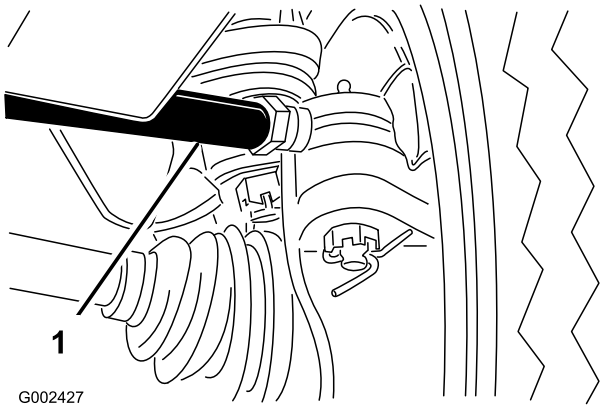

Figura 59
- En la rueda delantera izquierda, afloje las contratuercas en ambos extremos del tensor (Figura 59).